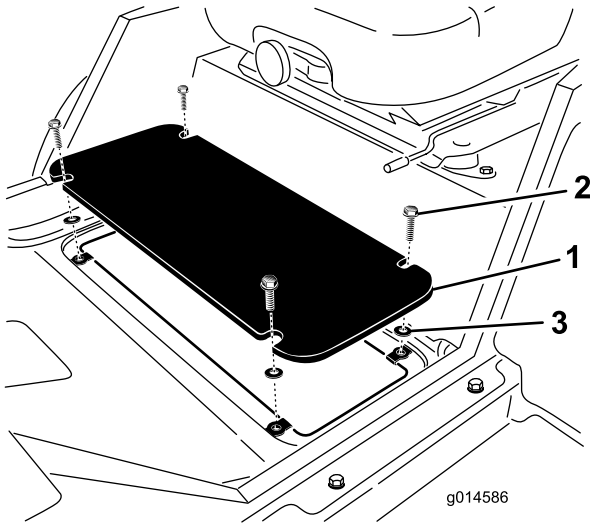

Figur 7
1. Fjern (de fire) boltene som fester gulvplaten til rammen (Figur 7).